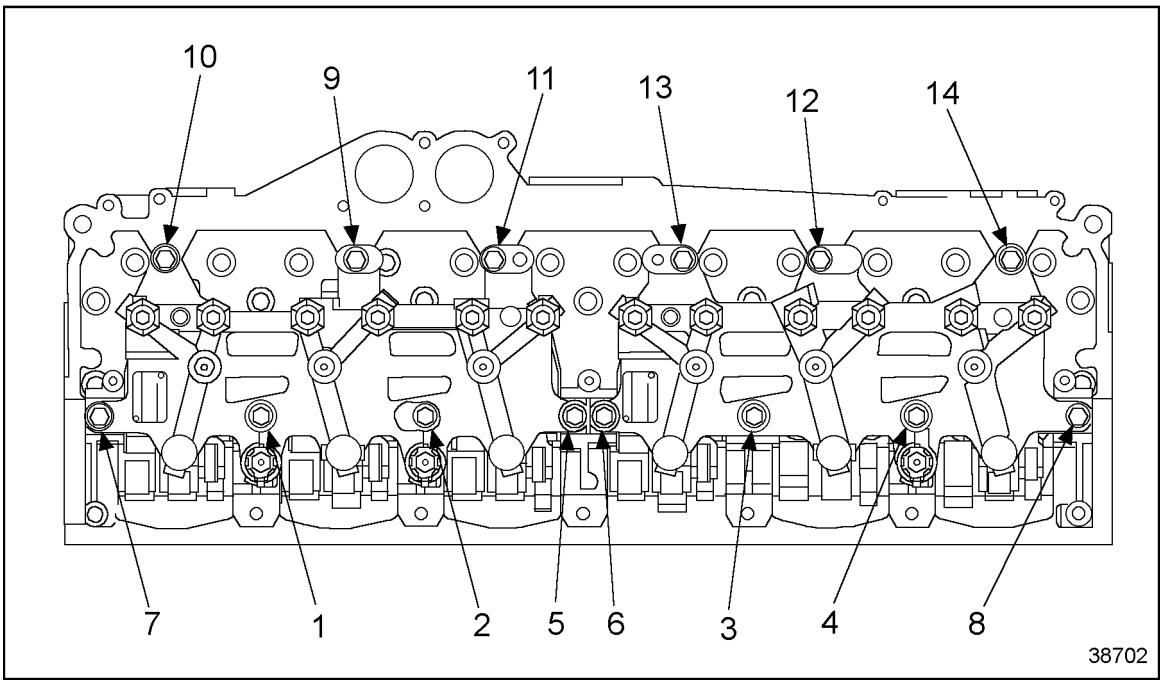

Figure 1-523 Housing Hold-Down Bolt Locations
4. Install three 170 mm long capscrews on the solenoid side of the brake. See Figure 1-523.
5. Install three 140 mm long capscrews on the exhaust side of the engine. See Figure 1-523.
7. Tighten the capscrews in the following sequence for one engine brake assembly: (See Figure 1-523.)